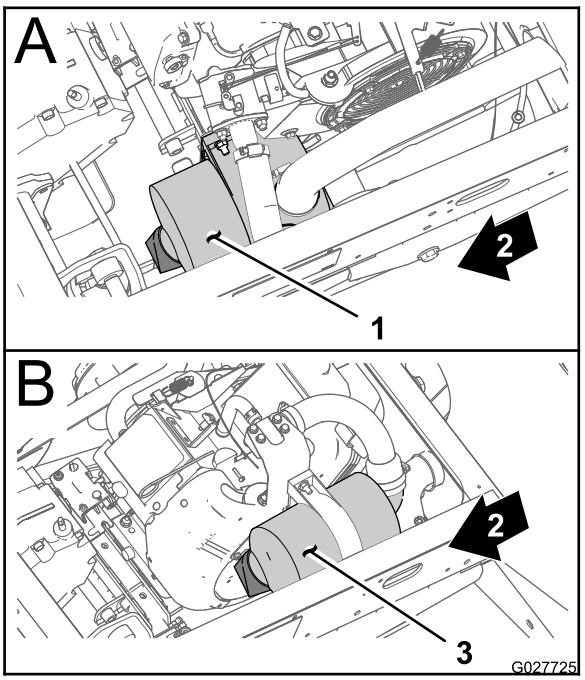
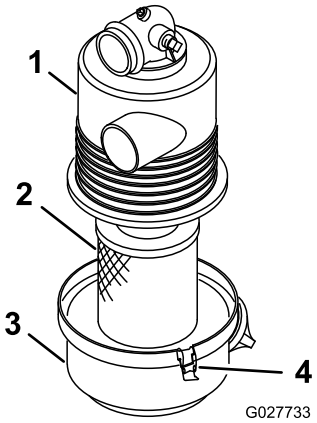

Figura 37
Figura 38
2. Verificate che il corpo del filtro dell'aria sia privo di danni che possano causare una fuoriuscita d'aria. Accertatevi che il coperchio sia ermetico attorno al corpo del filtro dell'aria (Figura 37 e Figura 38).
3. Rilasciate i fermi che fissano il coperchio del filtro dell'aria al relativo alloggiamento (Figura 38).
4. Separate il coperchio del filtro dell'aria dal relativo alloggiamento e pulite l'interno del coperchio (Figura 38).
3. Inserite l'elemento del filtro dell'aria nel relativo alloggiamento (Figura 38).
4. Allineate il coperchio del filtro dell'aria con il relativo alloggiamento (Figura 38).
5. Bloccate il coperchio sull'alloggiamento con i fermi (Figura 38).